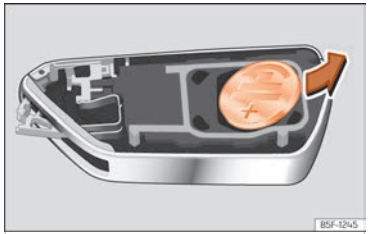

Fig. 71 Clau del vehicle: extracció de la pila.
- Traieu la pila del compartiment amb un objecte fi adequat ››› fig. 71.